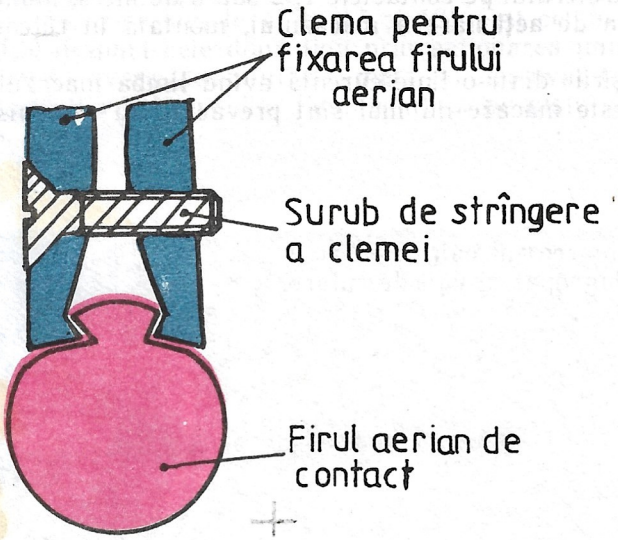

*Fig. 19.* Suspendarea firului de contact în reţeaua aeriană cu ajutorul clemelor.
*Sistemul de suspensie* este format din coarde confecţionate din sîrmă de oţel cu diametrul de 6 mm, denumite şi „ancore". Suspendarea firului de contact se face cu ajutorul unor piese speciale, confecţionate din oţel, denumite „cleme" (Fig.19 şi 20).